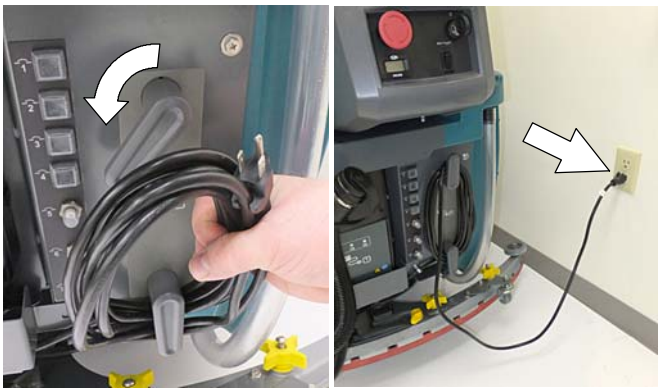

図　71
4. 搭載型充電器を装備しているモデルの場合、充電器の電源コードをストレージフックから取り外し、適切に接地された壁面のコンセントに電源コードを差し込んでください（図71）。